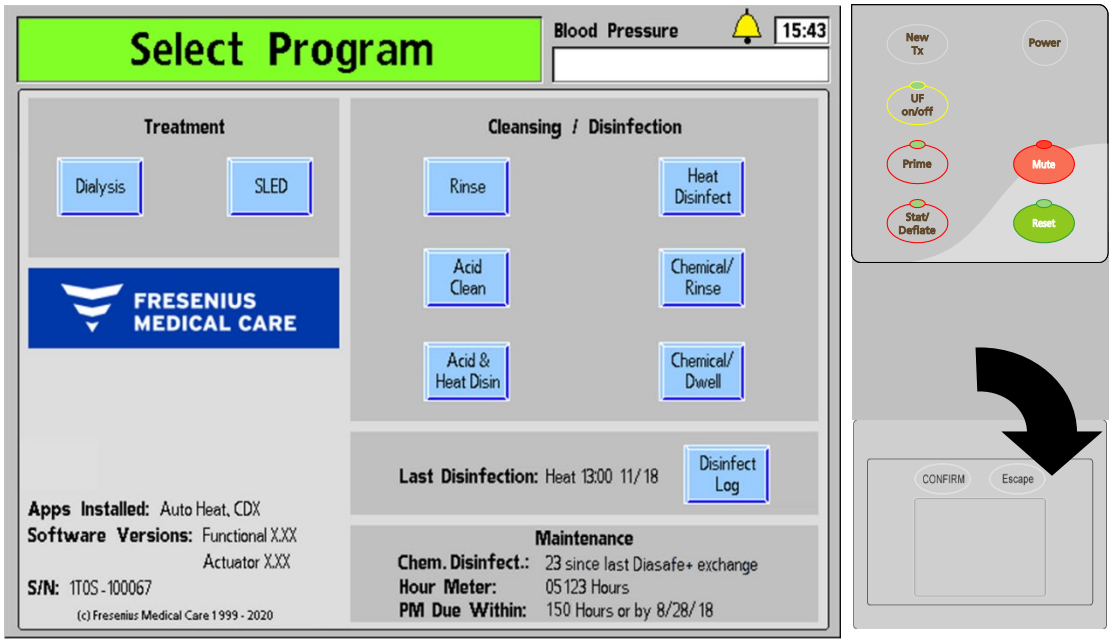

Figure 22 – The Select Program Screen (functional software version 2.81 or later) and Touchpad
Note: The "Select Program" screen displays any additional software applications (Apps) that are installed on the 2008T hemodialysis machine (see Figure 22 for an example).
1. Press the **POWER** key on the control panel. The "Select Program" screen (see Figure 22) will appear on the monitor after approximately one minute.